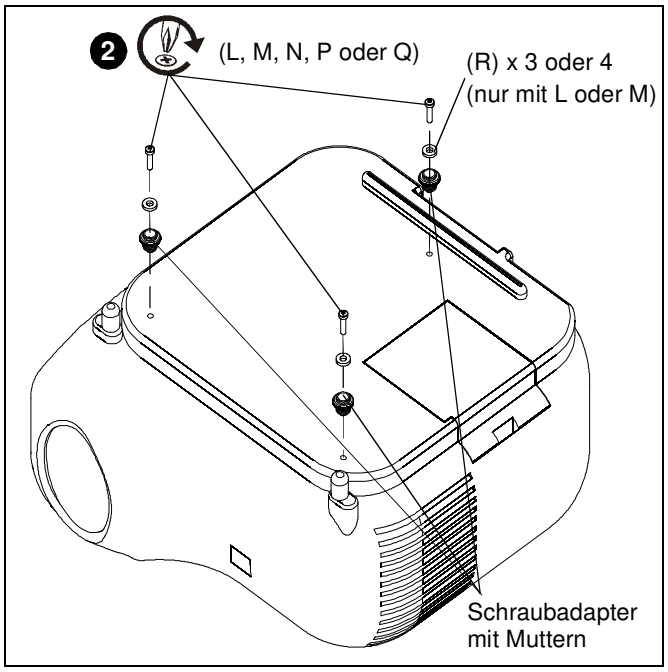

Abb. 2
2. Führen Sie die Schrauben durch die M4-Unterlegscheiben (R) und die Schraubadapter mit den Höheneinstellmuttern in die Projektorlöcher ein. (Siehe Abb. 2)